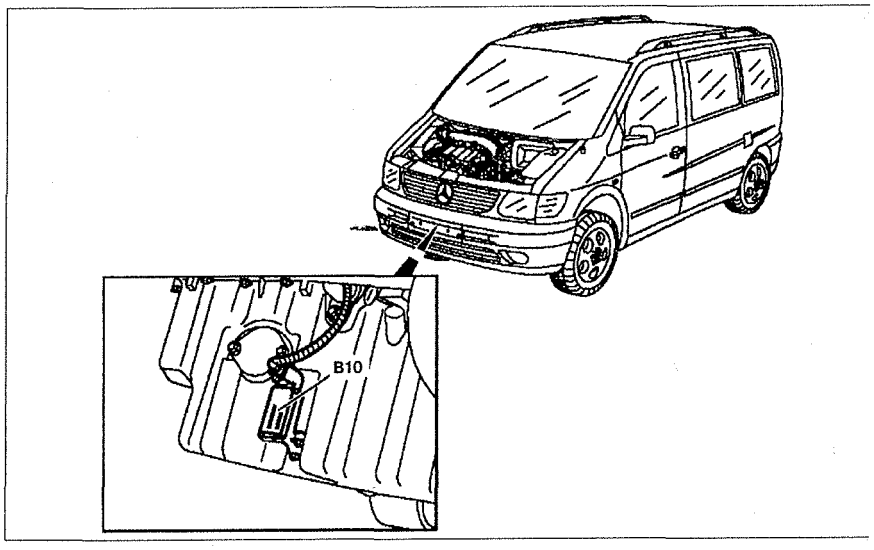

Рис. 5.42. Датчик уровня масла B10.
3. Отсоедините разъем проводки от датчика **B10** (см.рис.5.42).